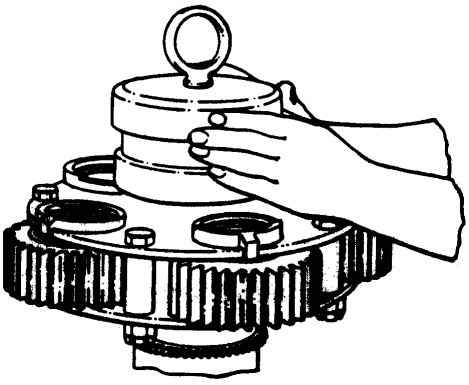

Figure 30. Installing 6796010 Propeller Shaft and Planetary Gear Lift on Rear Carrier
a. Install 6796010 propeller shaft and planetary gear lift on threads of rear carrier (figure 30).
n. Remove 6796010 propeller shaft and planet gear lift (figure 30).